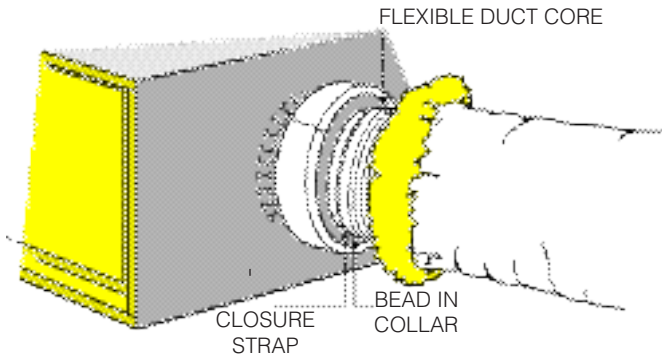

Fig. 4-7B. Securing flexible duct with plastic strap.
4. If installing dove-tail collar, push into hole in duct board until outer flange is snug against facing. Bend dove-tails 90° outward to lock in place (see Fig. 4-7B).
6. Pull inner air core of flexible duct over collar. Seal with UL181B tape and secure with closure strap between bead on collar and duct board (see Fig. 4-7B).